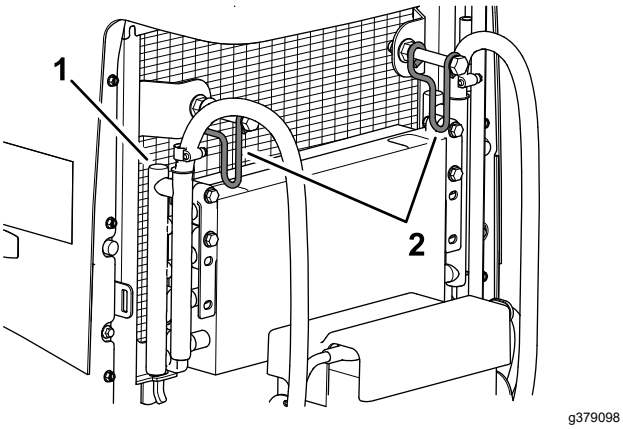

**Figuur 113**
7. Draai de 2 vergrendelingen van de oliekoeler naar binnen en kantel de oliekoeler (Figuur 113).